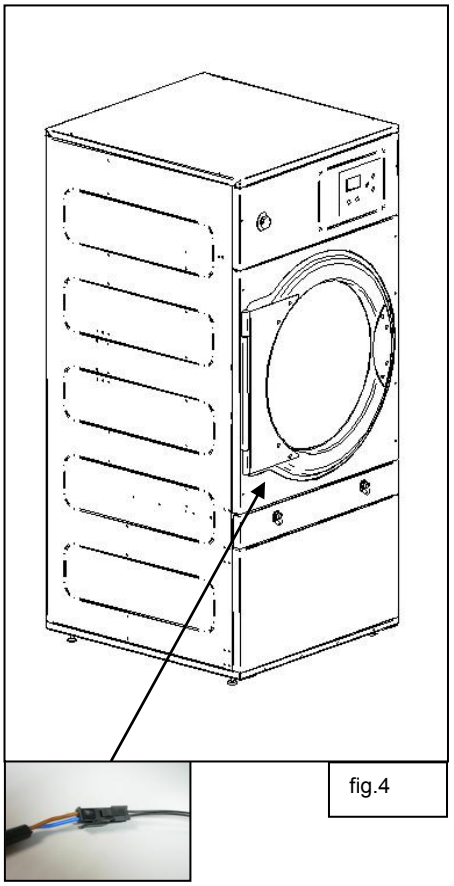

fig.4
14. Connect the reed sensor to the new cable and replace the filter cover. Replace the top cover removed in step 1. The process has been completed. See Fig. 4.